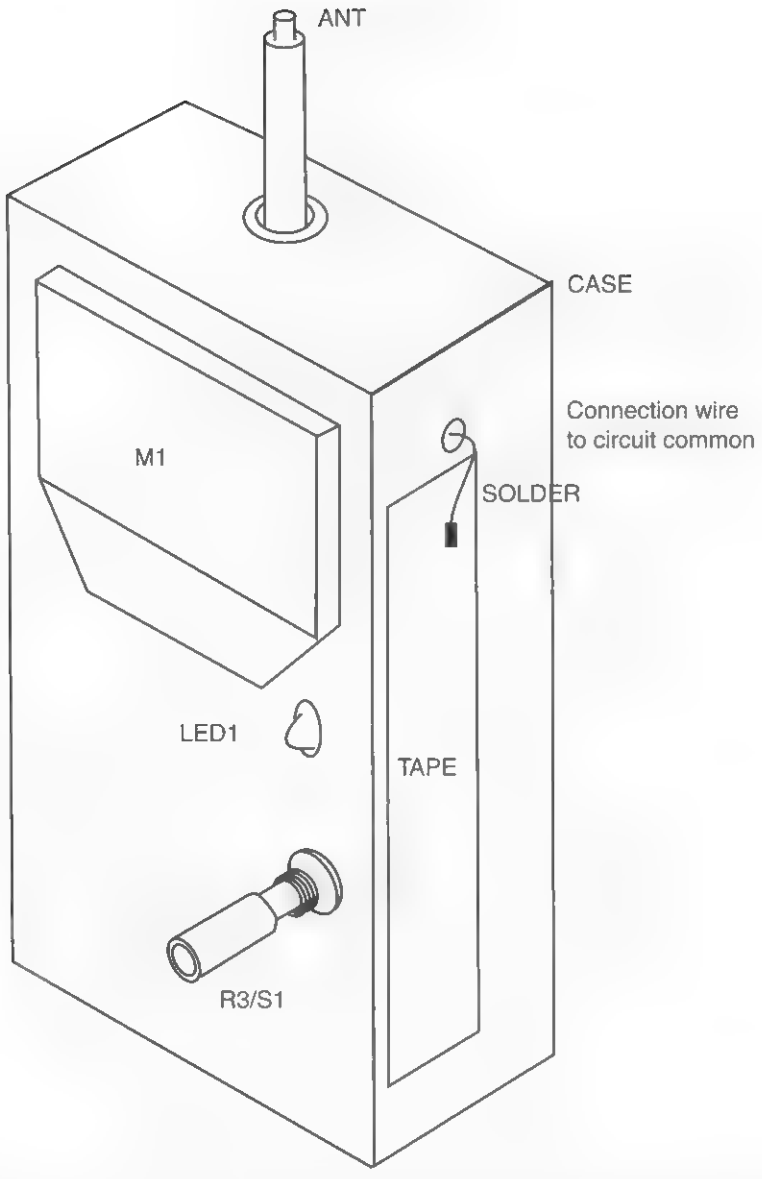

Figure 38-6 *Completed unit*
9. Make the final assembly, as shown in Figure 38-6.